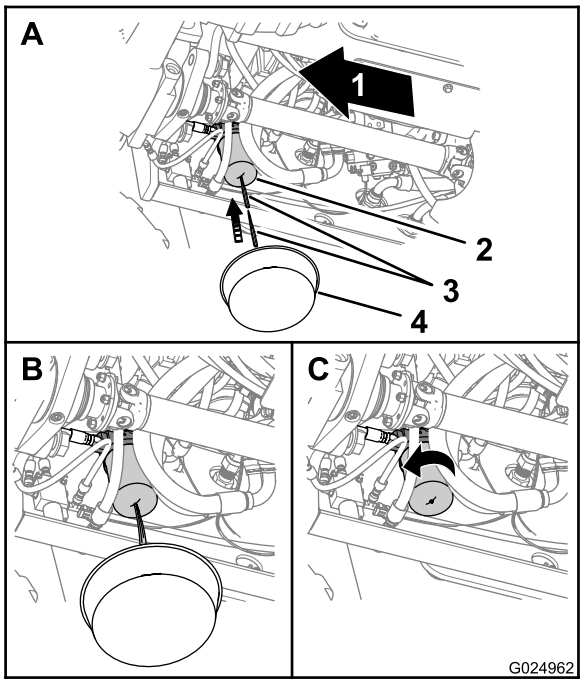

Bild 96
1. Stellen Sie eine Auffangwanne unter den Getriebeölfilter (Bild 96).
2. Stechen Sie in die Unterseite des Getriebefilters und lassen Sie restliches Hydrauliköl in die Auffangwanne ablaufen (Bild 96).
3. Entfernen Sie den Getriebefilter mit einem Filterschraubenschlüssel und werfen Sie den Filter weg (Bild 96).
6. Ziehen Sie den Filter mit der Hand um eine weitere halbe oder dreiviertel Umdrehung an, wenn der Filter den Filterkopf berührt (Bild 96).